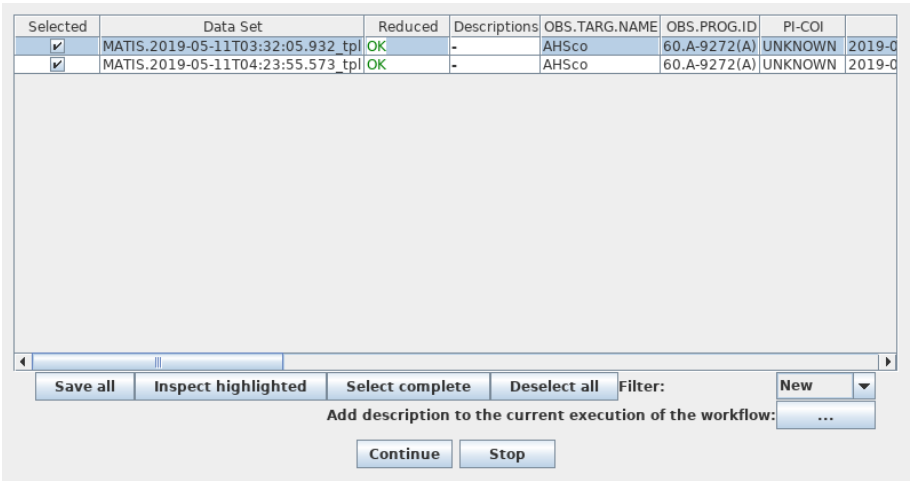

Figure 5.3: *The "Select Datasets" pop-up window.*
7. The `Data Set Chooser` actor will be highlighted next and will display a "Select Datasets" window (see Figure 5.3) that lists the datasets along with the values of a selection of useful header keywords[3]. The first column consists of a set of tick boxes which allow the user to select the datasets to be processed. By default all complete datasets which have not yet been reduced will be selected. A full description of the options offered by the `Data Set Chooser` will be presented in Section 7.2.3.
The `DataSetChooser` displays the DataSets available in the “Select Data Sets” window, activating vertical and horizontal scroll bars if necessary (Fig. 5.3).